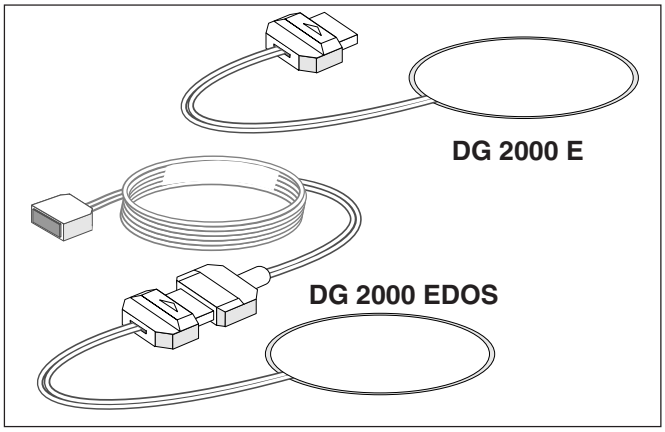

Bild 10.3-4. Schrittmacherelektrode mit Anschlußleitung
- Verbinden Sie die Schrittmacherelektroden mit der Schrittmacherleitung. Achten Sie darauf, daß beim Zusammenstecken der Stecker die Verriegelung richtig einrastet (Bild 10.3-4). Zum Entriegeln drücken Sie auf den hinteren Teil der Verriegelung.
1. *Anschluß für Schrittmacherleitung (Bild 10.3-4) (äußere Kontakte) und EKG-Elektroden (innere Kontakte)*